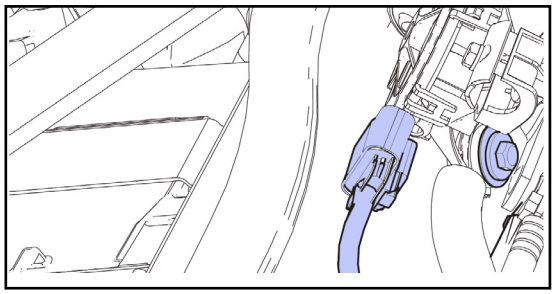

fig. 9b
b. Disconnect wiper motor connector (fig.9b)